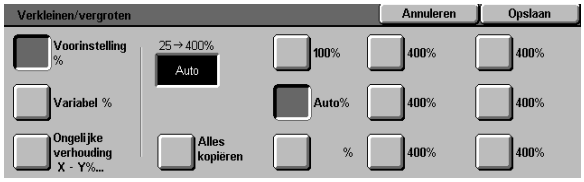

Figuur 15: Voorinstelling % verkleinen/vergroten
2. Op het scherm verkleinen/vergroten de optie **Voorinstelling %** selecteren (zie figuur 15).